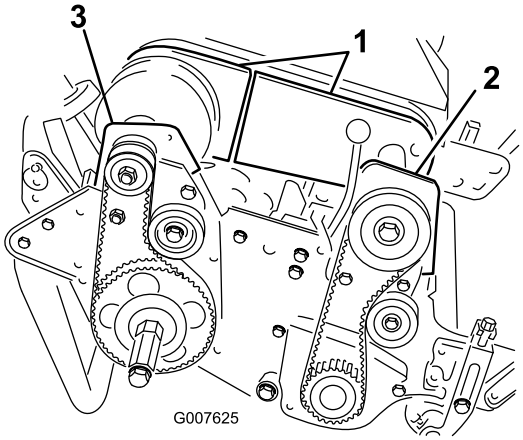

Figura 45
4. Retire os parafusos que prendem as secções frontais e traseiras da cobertura do diferencial à estrutura do diferencial e deslize a cobertura para fora para expor a correia (Figura 45).
6. Retire os 2 parafusos e porcas que prendem a estrutura da embraiagem frontal à placa lateral (Figura 45).
8. Retire os 2 parafusos e porcas que prendem a estrutura da embraiagem direita traseira à placa lateral (Figura 45).